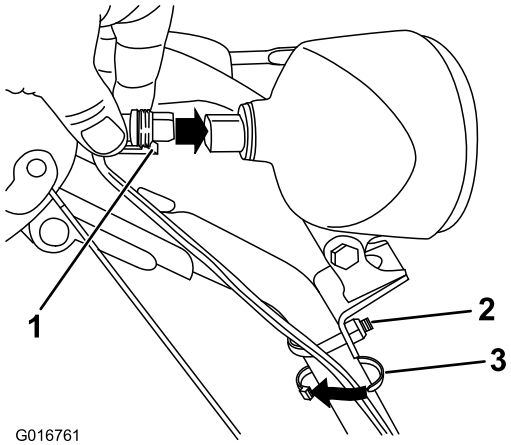

Rysunek 18
1. Podłącz wtyczkę na luźnym końcu przewodu bezpośrednio z tyłu reflektora, aż się zablokuje (Rysunek 18).
Informacja: Upewnij się, że opaska plastikowa na wtyczce przewodu jest na dole (Rysunek 18).
2. Zamocuj opaskę kablową (z woreczka z częściami) wokół przewodu i uchwytu mniej więcej cal (2,5 cm) poniżej śruby w kształcie U (Rysunek 18).